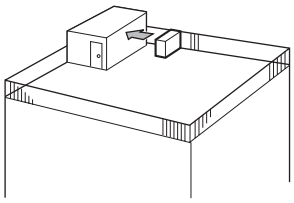

Fig. 2-3
① Coloque la salida de aire de frente a la pared más próxima a una distancia de unos 19-11/16 pulg. (500 mm) de ella. (Fig. 2-3)